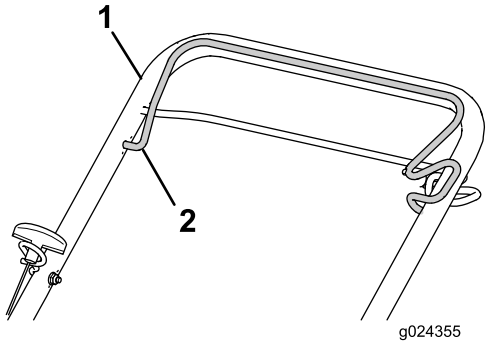

Figur 16
3. Håll knivstyrstången mot det övre handtaget (Figur 16).